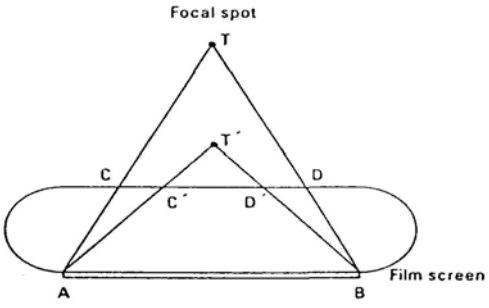

Fig. 2.1: Effect of focus-film distance on patient dose.
- This is illustrated in Fig. 2.1.